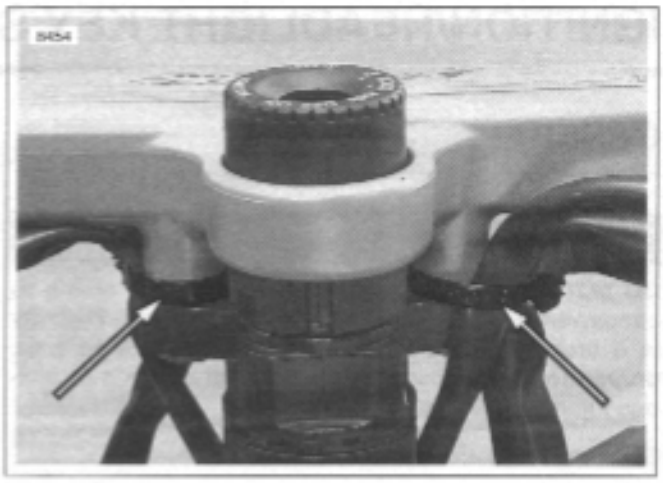

Figure 7-3. Cable Straps On Upper Fork Clamp
4. Disconnect ignition switch connector [33] (3).
5. See Figure 7-3. Remove cable straps attached to the upper fork clamp.
7. See Figure 7-3. Attach cable straps to upper fork clamp.